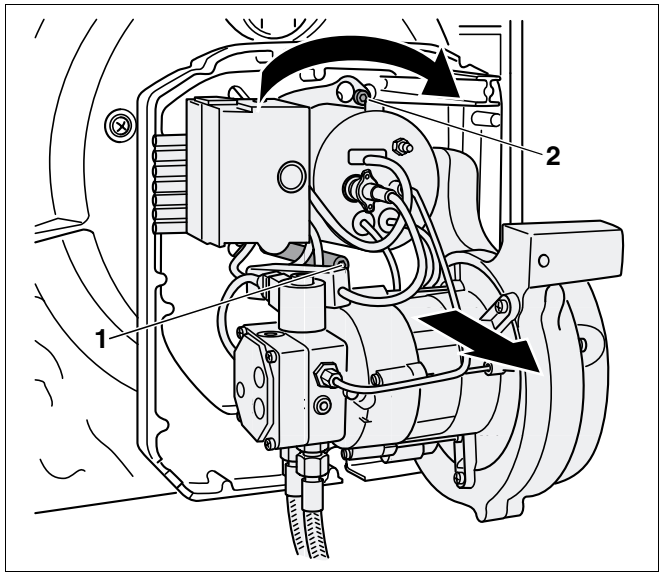

Fig. 45 Allentare le viti di fissaggio a baionetta
- Allentare le viti di fissaggio a baionetta (fig. 45, **pos. 1** e **2**) (non svitare completamente) e, ruotando leggermente verso destra, togliere il bruciatore dal pannello posteriore (fig. 45).